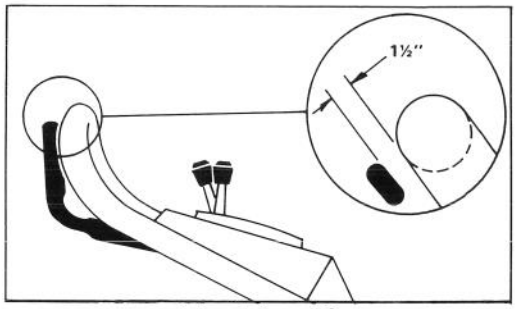

Afbeelding 18
2. Trek de stuurhendel naar boven tot u enige weerstand voelt. Bij een juiste instelling komt de hendel ongeveer 3,5 cm van de stuurstang (Afb. 18).